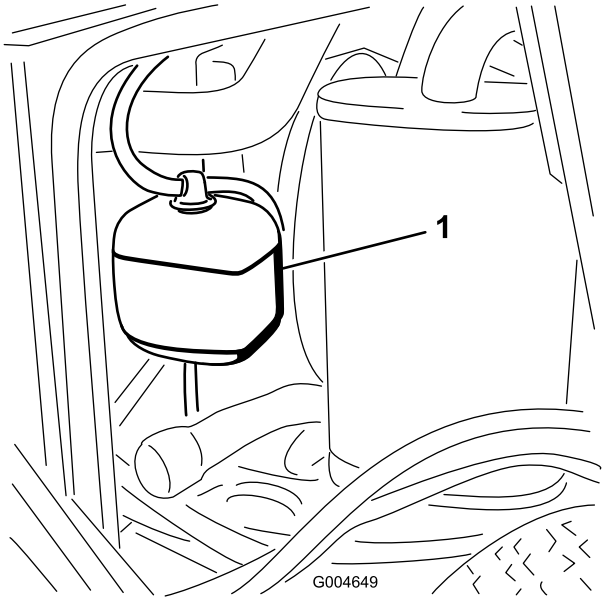

Figur 46
1. Kontroller kølevæskestanden i ekspansionsbeholderen (Figur 46).